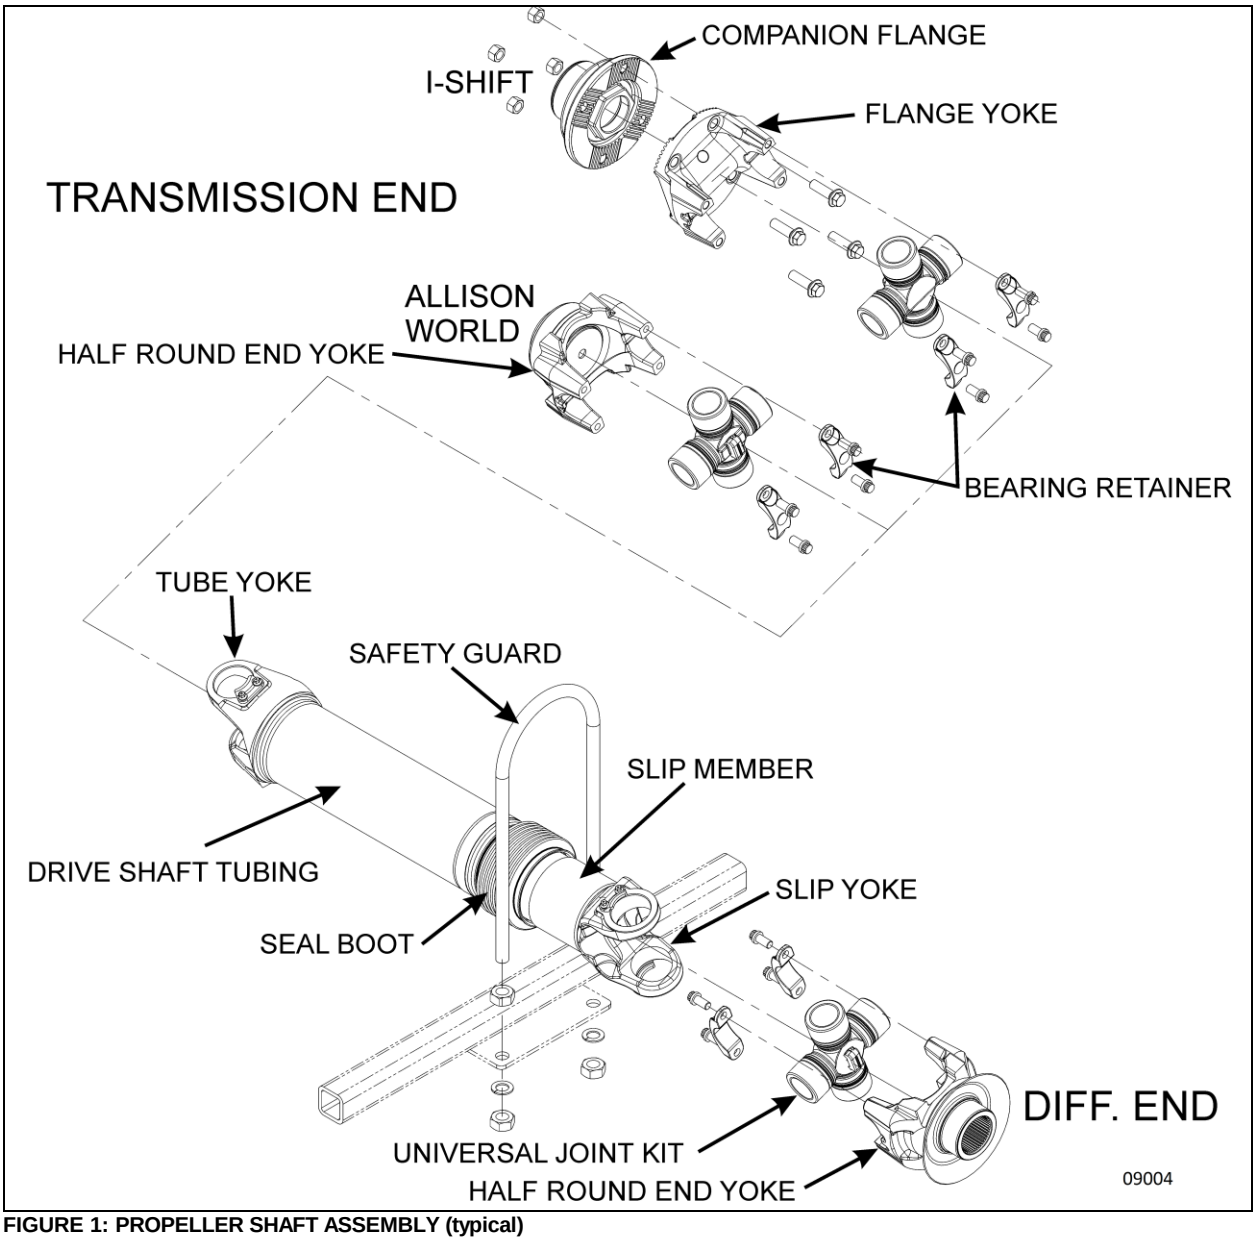

FIGURE 1: PROPELLER SHAFT ASSEMBLY (typical)
The propeller shaft transmits power from the transmission to the differential. Refer to paragraph *"6. SPECIFICATIONS"* at the end of this section for propeller shaft length. The propeller shaft is Dana Spicer Life Series SPL250 type with tubular shafts. It is provided with two heavy-duty universal joints (**FIGURE 1**).
- **All universal joints securing hardware (bearing retainers and bearing retainers bolts, spring tabs and bolts) must be removed and replaced** using new OEM specified replacement parts (FIGURE 1 & Figure 2).